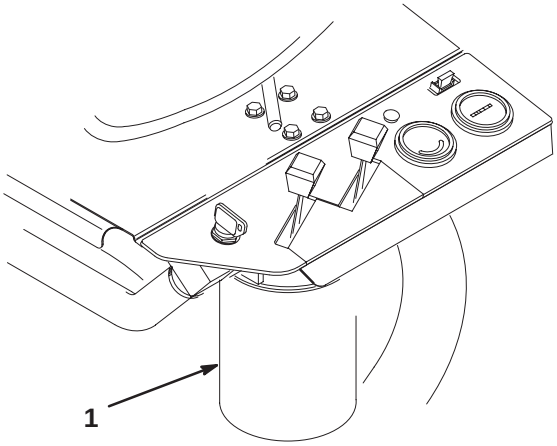

**Figure 42**
2. Clean the area around the filter mounting area (Fig. 42). Place a drain pan under the filter and remove the filter.